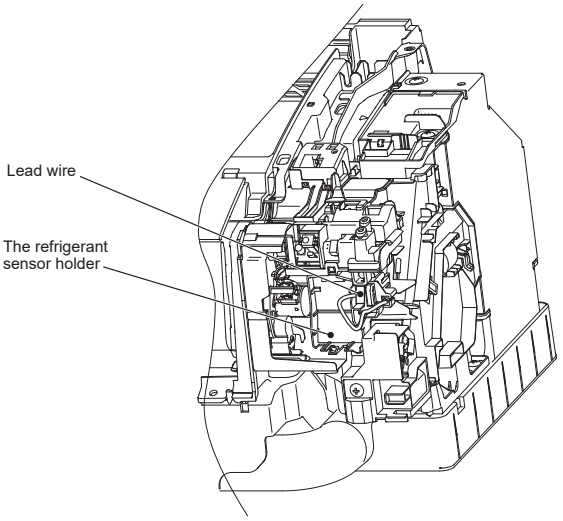

Fig. 1
1) Remove the lead wire fixed to the refrigerant sensor holder, then connect it to the refrigerant sensor board. (Fig.1)